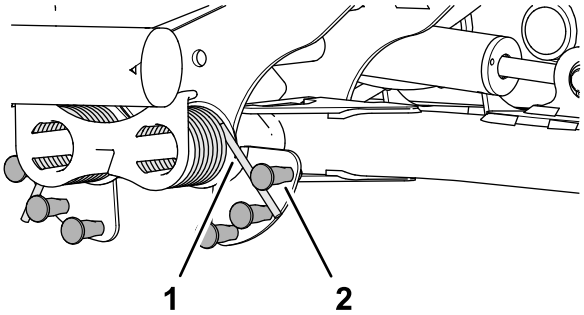

Figuur 51
2. Steek de veer van het tegengewicht met het lange uiteinde in een buis of gelijkaardig voorwerp, en draai de veer rond de kraagbout in de gewenste stand (Figuur 51).